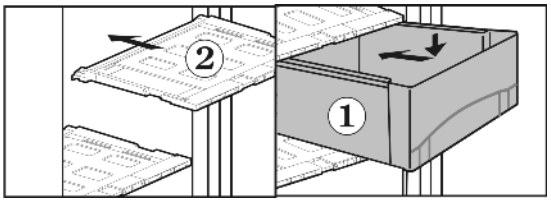

Fig. 31
▶ Schubfachdeckel *Fig. 31 (2)* einsetzen: Deckelstege des Schubfachdeckels von unten in die hintere Aufnahmehalterungen einführen, vorne in die Aufnahme Halterung einrasten.
▶ Schubfächer *Fig. 31 (1)*auf die Schienen aufsetzen und ganz einschieben bis das Schubfach hörbar einrastet.